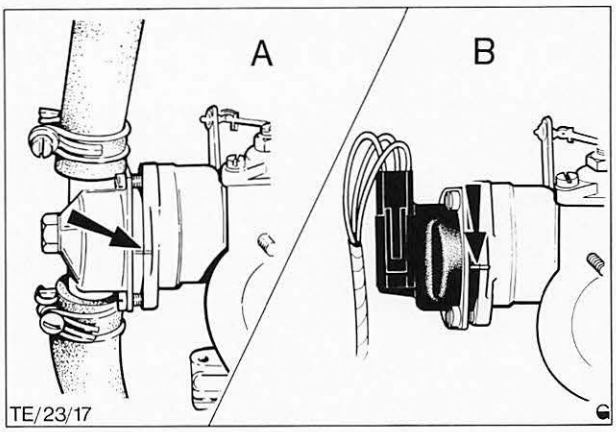

Abb. 168 Strichmarkierungen zum Ausrichten des Startautomatikgehäuses
22. Thermofeder auf den Stift am Mitnehmerhebel einhängen, drei Befestigungsschrauben lose eindrehen, Strichmarkierungen beider Gehäuse zur Deckung bringen und die drei Schrauben festziehen, Abb. 168.